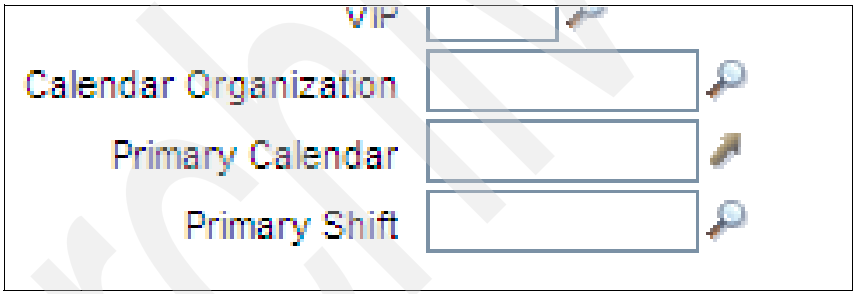

Figure 11-11 Person without a calendar and shift associated to it
After changing the person’s shift, we are going to remove this person’s calendar, so that the second choice of the SLA is used, in this case the Asset Calendar and shift. Go to the **People (SP)** application, enter EMPLOYEE01 record, remove the associated calendar and shift, and save it. The record will look like Figure 11-11.